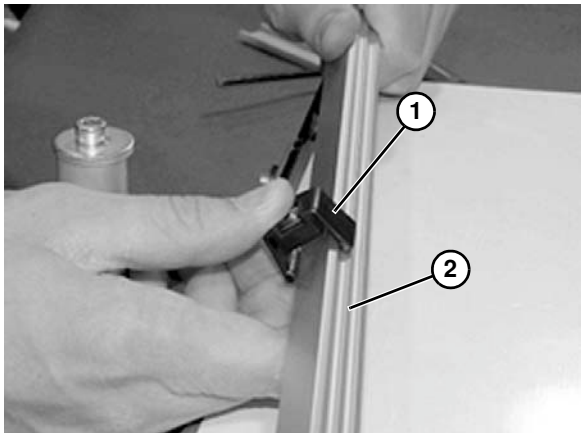

Figure 23
4. Encliqueter l'attache **(Figure 23, élément 1)** dans le rail de guidage **(Figure 23, élément 2)**.